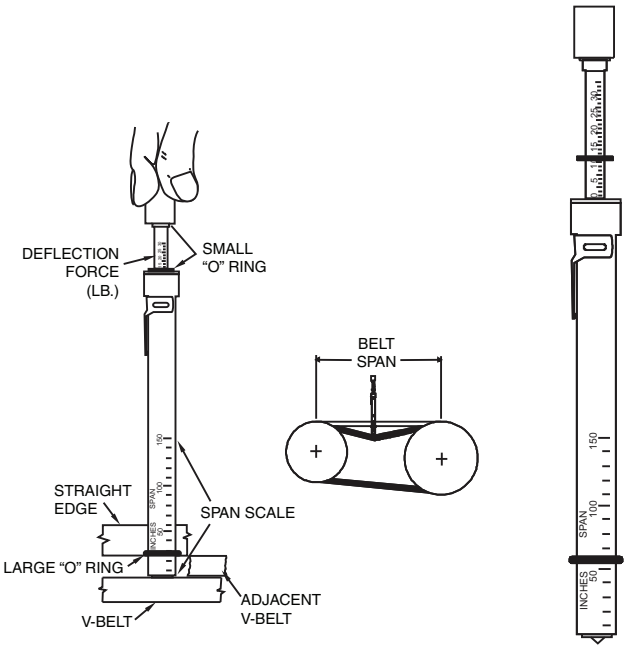

Fig. 57 — Fan Belt Tension
1. Measure the belt span (see Fig. 57).